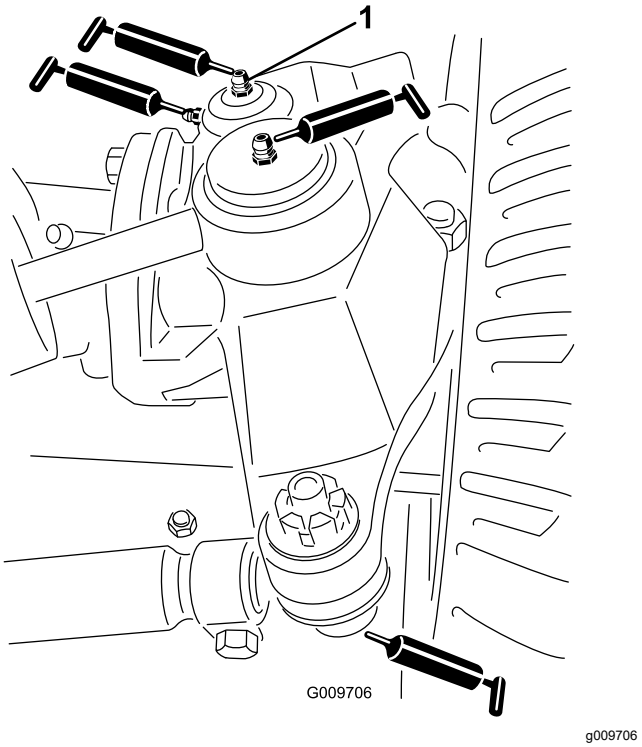

Figuur 83
- Kogelverbinding van stuurcilinder (2); zie Figuur 83
- Kogelverbinding van trekstang (2); zie Figuur 83
- Lagerbussen van koppelpen (2); zie Figuur 83